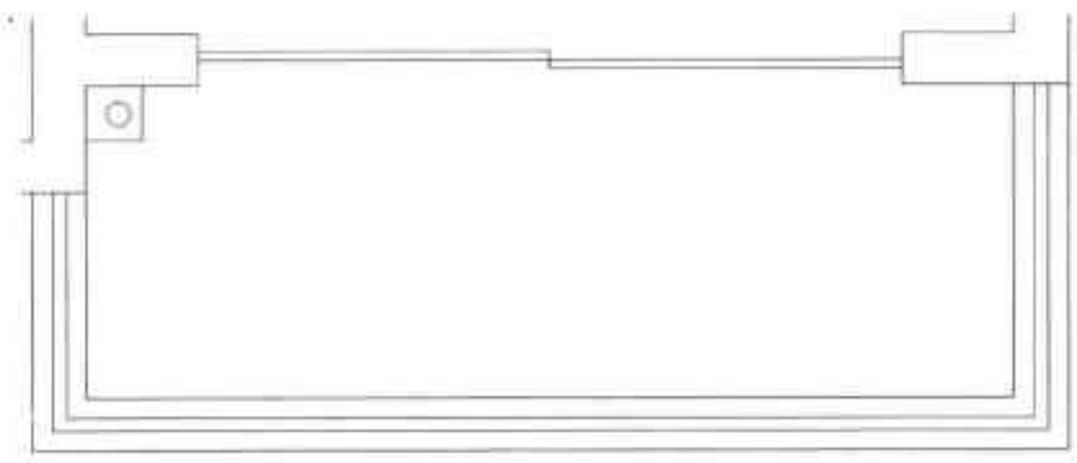

图19-22 绘制阳台门
Step 07 执行“矩形”命令，绘制两个长1565mm、宽40mm的长方形，放置在阳台门洞位置，如图19-22所示。